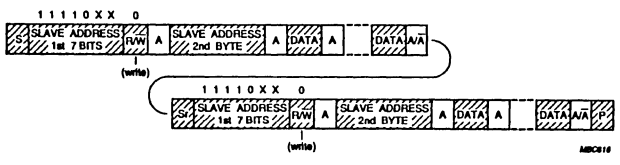
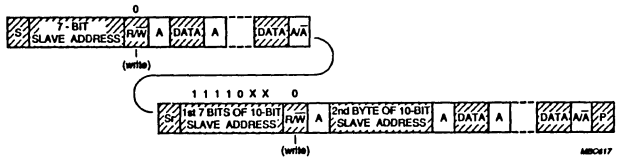

Fig.30 Combined format. A master transmits data to two slaves, both with 10-bit addresses
Fig.31 Combined format. A master transmits data to two slaves, one with a 7-bit address, and one with a 10-bit address
- **Combined format. A master transmits data to one slave and then transmits data to another slave (Fig.30).** The master occupies the bus all the time
- **Combined format. 10-bit and 7-bit addressing combined in one serial transfer (Fig.31).** After each START condition (S), or each repeated START condition (Sr), a 10-bit or 7-bit slave address can be transmitted. Figure 30 shows how a master-transmits data to a slave with a 7-bit address and then transmits data to a slave with a 10-bit address. The same master occupies the bus all the time.